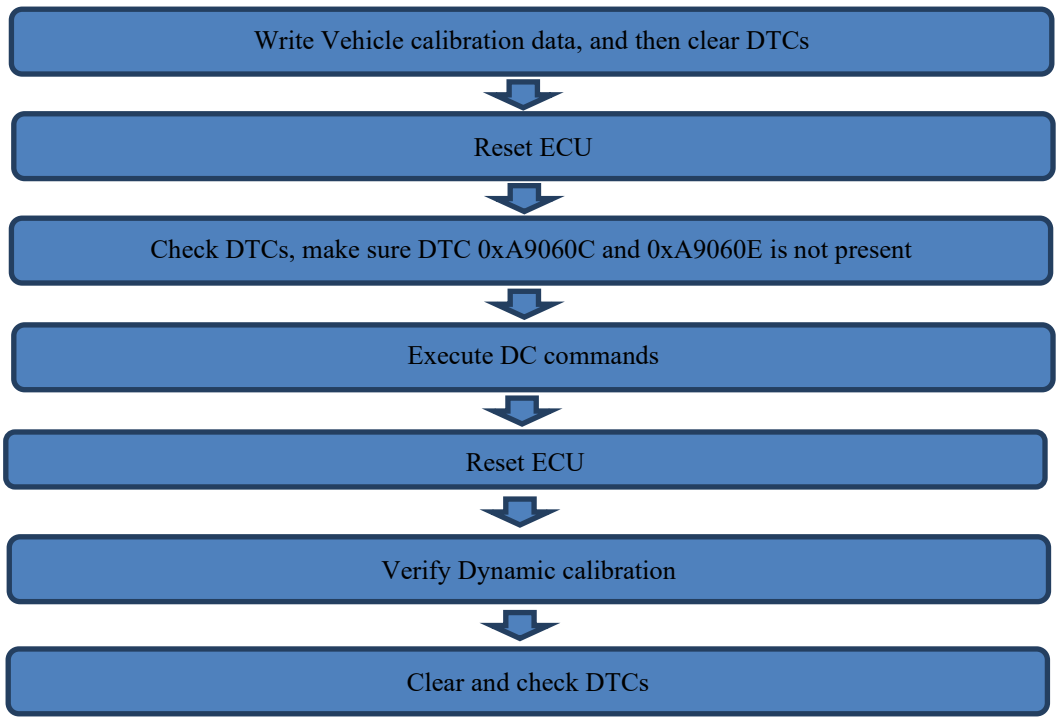

FIGURE 1 – WORKFLOW OF DYNAMIC CALIBRATION
Execute Dynamic Calibration (DC) according to the workflow shown in Figure 1.